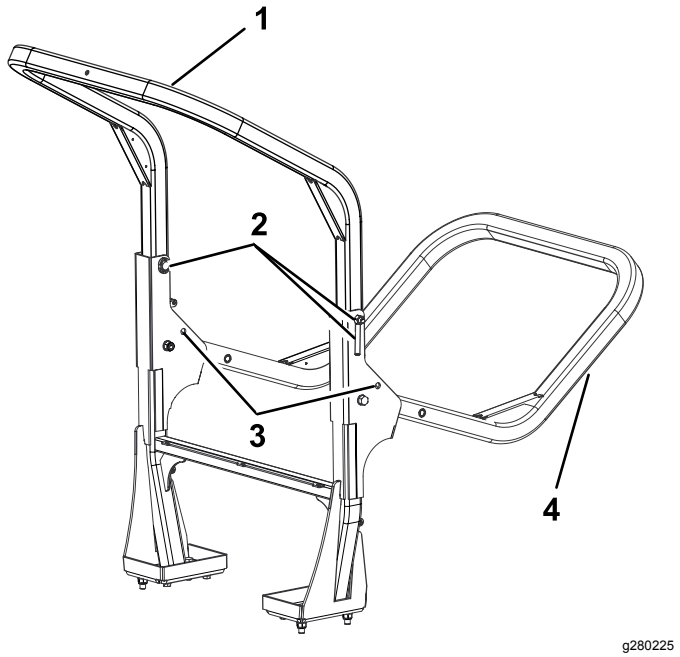

**Figuur 27**
2. Ondersteun het gewicht van het bovengeraamte van de rolbeugel terwijl u de borgpennen en de gaffelpennen uit de scharnierhouders verwijdert (Figuur 27).